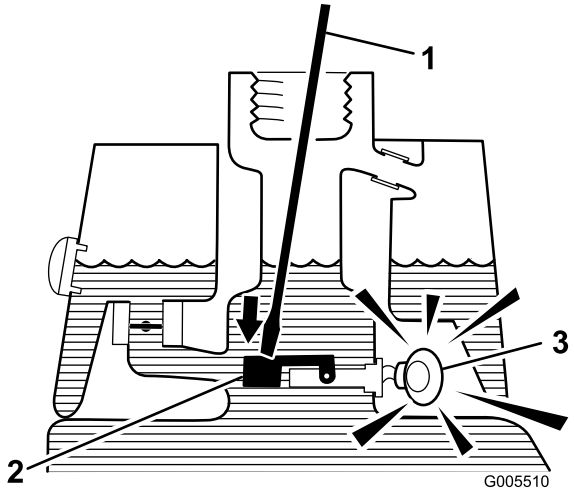

**Figur 31**
3. Sæt en ren stang eller skruetrækker ind i tankens studs, og tryk ned på svømmerkontakten (Figur 31). Alarmen bør lyde efter et sekunds forsinkelse.